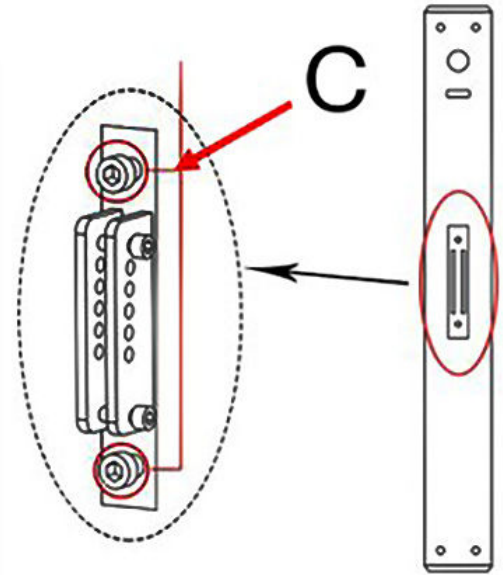

Figure 4
a. Assemble the smaller speaker bracket components (position C in Figure 4) onto the two mounting holes on the back of the column array speaker. The M6 screws are pre-assembled into the speaker inserts.